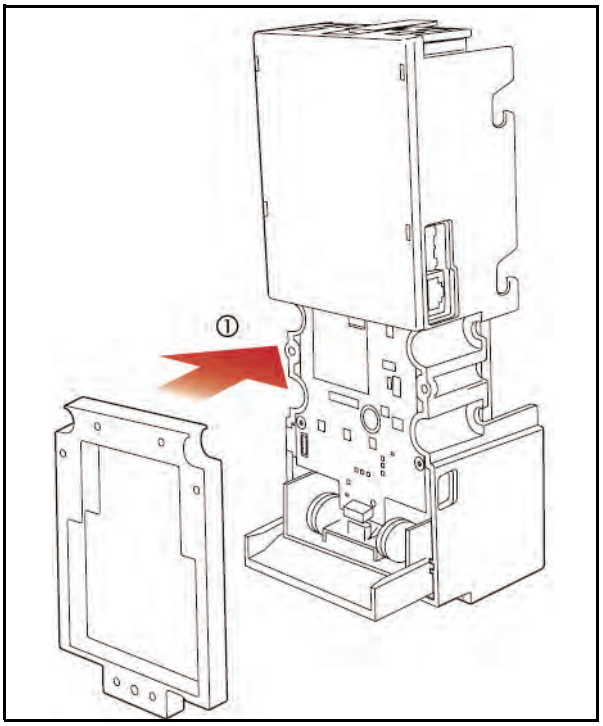

Figure 2-7 Window Spacer Placement
2. Place the Window Spacer onto the DBV-30X unit as illustrated in Figure 2-7 ①.